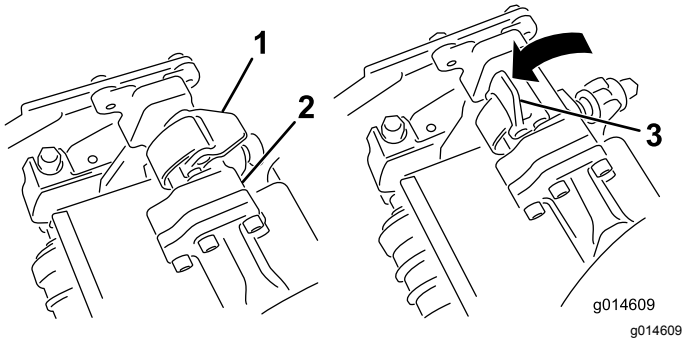
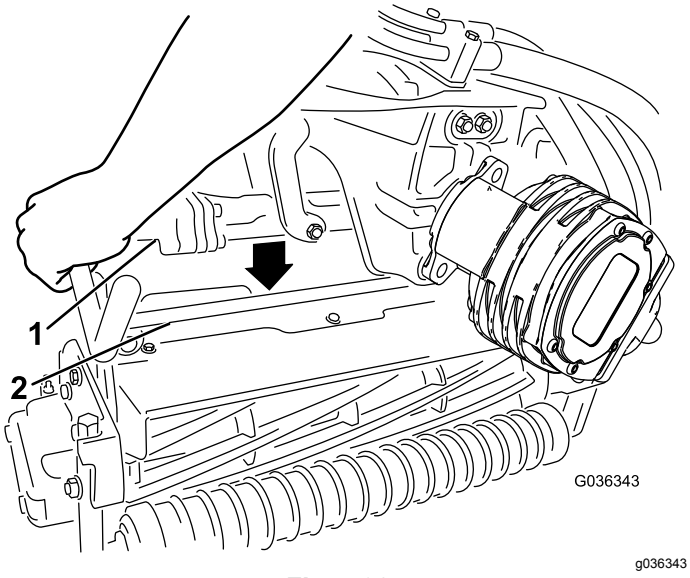

Figur 31
Figur 32
4. Låt spärrarna på upphängningsarmstången peka uppåt (dvs. de ska vara öppna) (Figur 31) och tryck upphängningsarmen nedåt så att stången passar över stången över ovansidan av klippenheten (Figur 32).
5. Fäll spärrarna nedåt och runt klippenhetsstången och lås dem på plats (Figur 31).
5. Öppna spärrarna på upphängningsarmstången på den klippenhet som du tar bort (Figur 31).